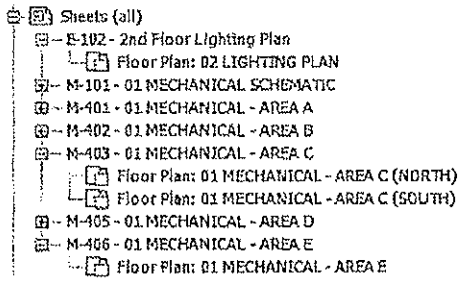

Figure 12–8
- Each view on a sheet is listed under the sheet name in the Project Browser, as shown in Figure 12–8.
- Alternatively, you can place a view by clicking (Place View) in the Sheet Composition panel and then selecting the view from the list in the Views dialog box, as shown in Figure 12–9.